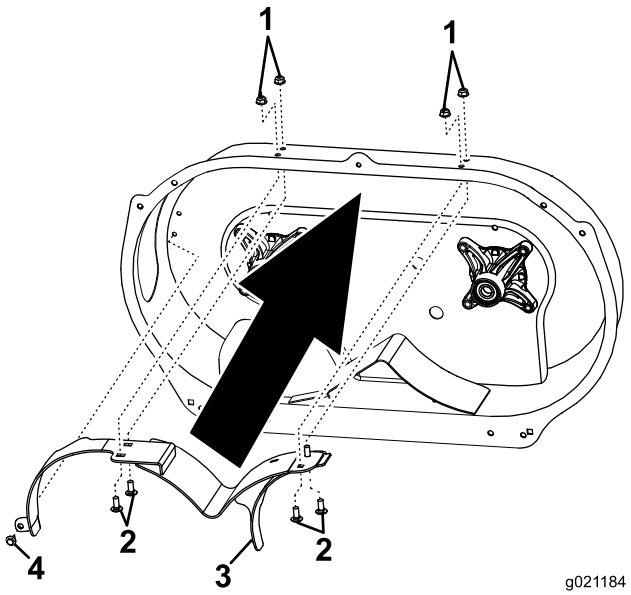

Figure 2
8. Install the mulch baffle assembly as shown in Figure 2.